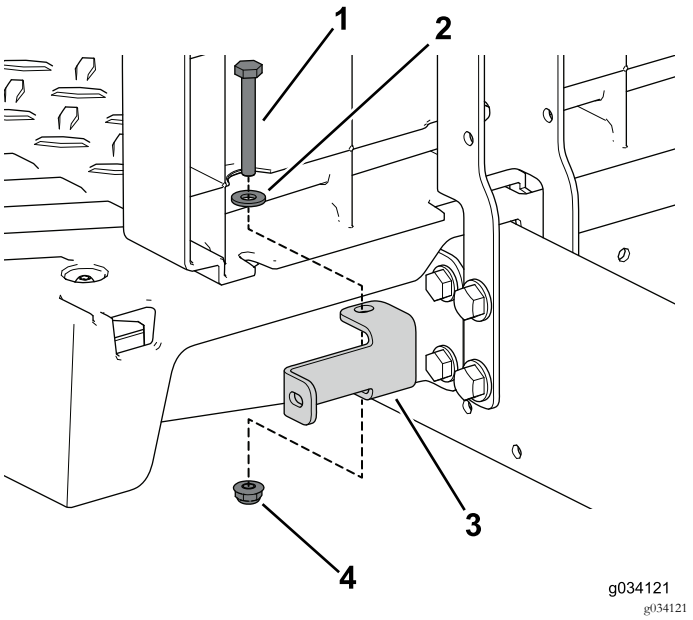

Bild 86
7. Befestigen Sie die linke und rechte Plattenhalterung mit den zwei Schrauben (¼" x 2"), der Scheibe und Sicherungsmutter an der Maschine (Bild 86).
8. Befestigen Sie die linke Abdeckung mit den vier Blechschrauben am Sitz (Bild 86).